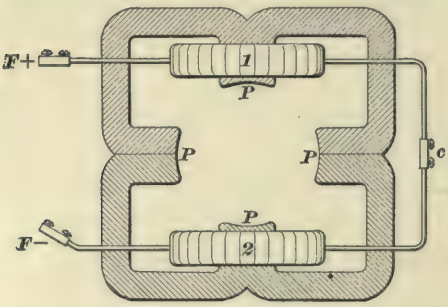
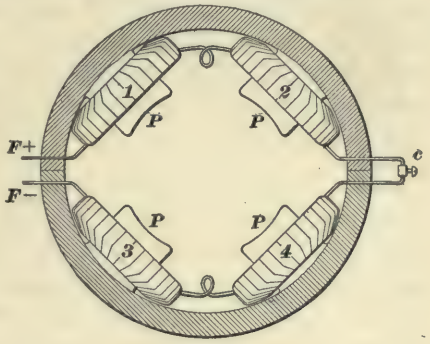
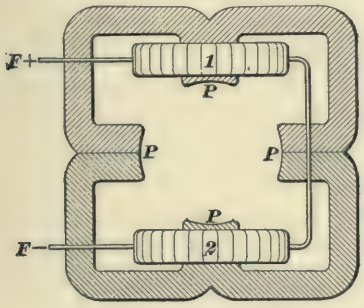
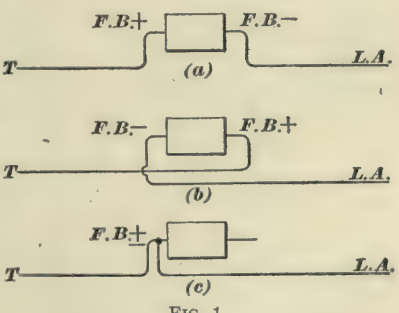

FIG. 10.
FIG. 11.
FIG. 12.
FIG. 1.
**29.** How a car will act when its single motor has an open-circuited field, and what is best to do when such is the case, depends, to some extent, on whether the motor has a shunt or a loop or neither. If the plan is the straight full field, such as shown in Fig. 1, the circuit is dead open, and the car cannot be made to move until the break is done away with. If a careful inspection shows in which coil the fault lies, the faulty field can be cut out and the car run home on the good ones. Figs. 10 and 11 show how the field leads on most motors are brought out of the motor frame. Figs. 12 and 13 show how the field leads are brought out on a few motors. Fig. 10 is a motor with but two field coils—a top coil and a bottom coil. The four field leads are brought out through holes in the motor frame; these holes are bushed so that the lead cannot be hurt by rubbing on the edge of the hole. Two of the leads come out of the rear of the motor, and are
joined together by means of the two-way connector $c$; the other two leads come out of the front of the motor, and, by means of two-way connectors, join to the car wires leading to the reverse switch and to plate $K$, Fig. 1.
**31.** If the two fields are joined together inside the motor, as shown in Fig. 12, it will, perhaps, be impossible to get at the joint to break it. In such a case, the only thing to do is to wait for the next car to shove the cripple to the house. What has been said of Figs. 10 and 12 is true also of Figs. 11 and 13. Where there are two top fields and two bottom ones, the top ones are joined together and the bottom ones also; so they may be treated just as if there were one top and one bottom field. It is, of course, to be understood that the practice of cutting out a field is resorted to only as a means of enabling the car to run into the near est depot. If the car is run for any length of time with a field coil cut out, the good fields, the armature, and the rheostat are all very apt to show the effect of it. What has been said above refers to a car running without a loop or a shunt, the plan being that shown in Fig. 1. In cases where there is a loop or shunt, some further symptoms are likely to appear, and further precautions must be taken.
**1.** As far as the fuse box is concerned, there is very little chance of making a connection that could be called wrong in the sense that it could do any harm, although it might be slightly irregular. It makes no difference at which end the current goes into or comes out of the fuse, the electrical effect is the same; but, if the box is wrongly connected, it makes a clumsy-looking job. Fig. 1 (*a*) shows the fuse box connected as it should be. Fig. 1 (*b*) shows it with the two sections of trunk wire interchanged, and the crossing of these wires gives the job a very unworkmanlike appearance. Fig. 1 (*c*) shows the fuse box connected in the only wrong manner possible. When so connected, the fuse is cut out of circuit and is of no use as a protector.